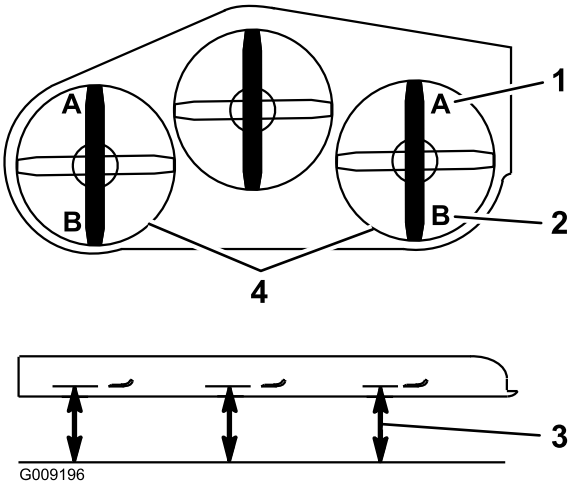

Figur 88
Merk: Resultatet av målingen skal være 7,6 cm. Se Figur 88.
15. Mål fra den jevne overflaten til den bakre tippen på kniven (posisjon B) på begge sider av klippeenheten. Resultatet av målingen skal være 8,3 cm; se Figur 88.